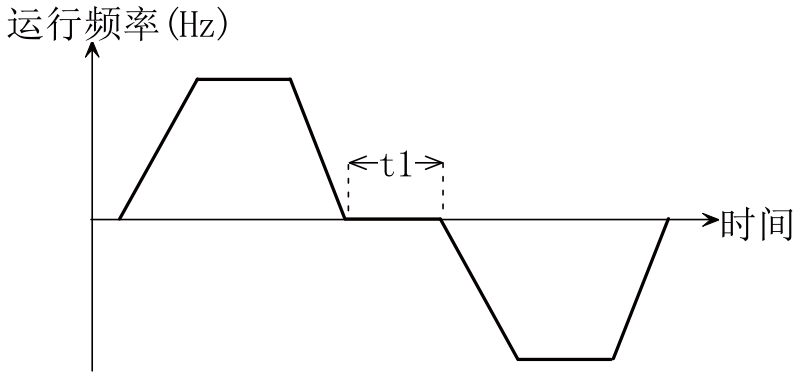

图 5-1-2 正反转切换时间
- ◆ 驱动器由正向运转过渡到反向运转，或者由反向运转过渡到正向运转的过程中，在输出零频处等待的过渡时间，如图 5-1-2 中所示的 t_1。